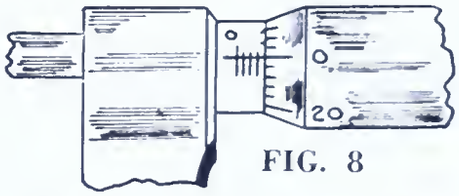

FIG. 8 .100
4. Turn the thimble two more complete revolutions. The opening now is 4 x .025 or .100". (Fig. 8) Every fourth line represents .100", and these lines are numbered 1, 2, 3, etc., indicating measurements of .100", .200", .300", respectively. These are read as one-hundred thousandths, two hundred thousandths, etc.